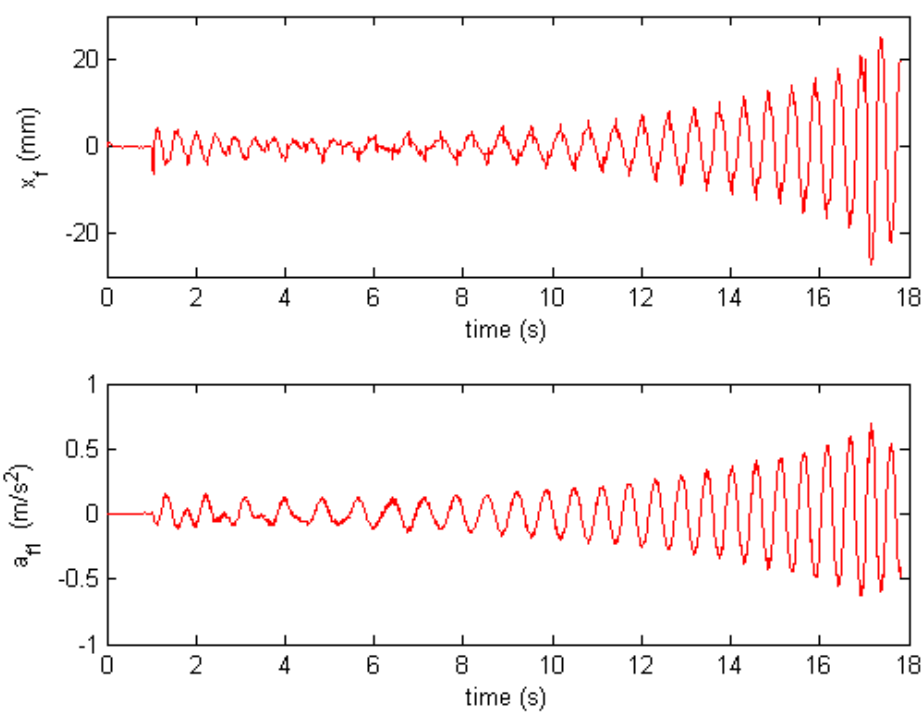
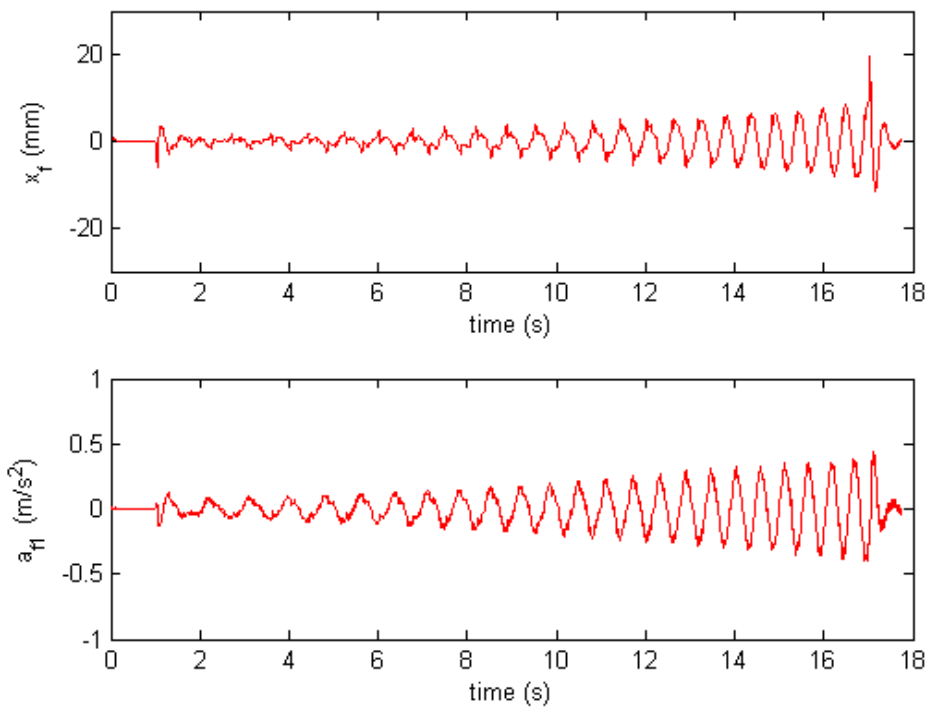

Figure 12: Floor response when AMD is off. Top plot: estimate floor deflection. Bottom plot: measured floor acceleration.
Figure 13: Floor response when AMD is on. Top plot: estimate floor deflection. Bottom plot: measured floor acceleration.
5. The table should start moving back-and-forth at an increasing speed as the sine wave increases in frequency. The building structure will begin swaying more when the frequency begins to reach 2.0 Hz. Observe the movement of the structure and examine the response obtained in the opened scopes. The estimate floor deflection shown in the *x_f (mm)* scope and measured floor acceleration shown in the *a_f1 (g)* scope is given in Figure 12.
6. The sweep signal is automatically restarted. At the start of its next cycle, set the *AMD-1 Control Mode* Source block to 2 to investigate the effect of having the active mass damping. The floor deflection and acceleration when on active mode should be similar to response given in Figure 13. As illustrated, both the estimated deflection (top plot) and the measured acceleration (bottom plot) are attenuated when the active-mass damping in turned on. Remember that these effects are seen by simply looking at how much the structure sways when switching the AMD on and off.
- Each scope is configured to save its last 10,000 points of data to a Matlab variable after the QUARC controller is stopped. You can use these variables to plot the data in Matlab figures as shown in Figure 12 and Figure 13.